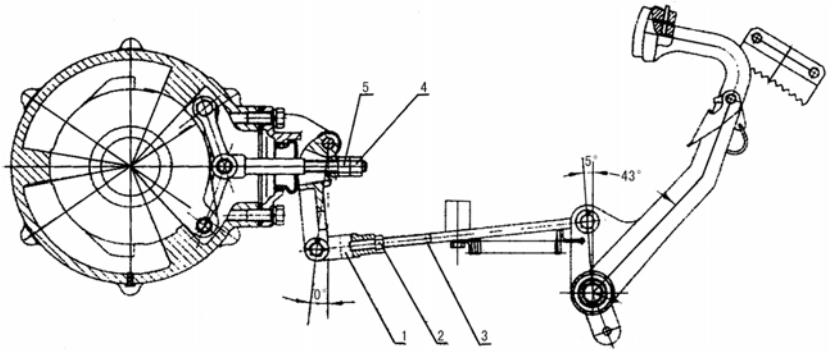

Рис. 3-14. Тормозной механизм
При регулировке ослабьте контргайку (4), как показано на рис. 3-14, для уменьшения свободного хода педали поверните регулировочную гайку (5) по часовой стрелке, для увеличения свободного хода педали поверните регулировочную гайку против часовой стрелки. Если свободный ход слишком велик, регулировка может осуществляться путем изменения длины тяги (3), при регулировке следует довести до одинакового свободного хода двух педалей. После доведения до требуемого свободного хода педали следует затянуть